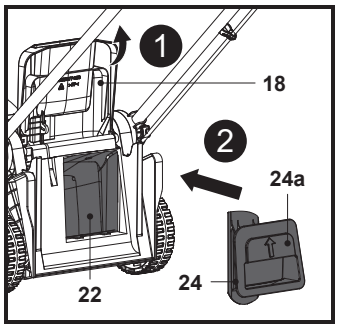

Fig. 12
1. Deschide deflectorul spate (18), ține în poziție mânerul încastrat (24a) și introdu până la capăt accesoriul de mărunțire (24) în jgheabul de evacuare spate (22) (fig. 12).